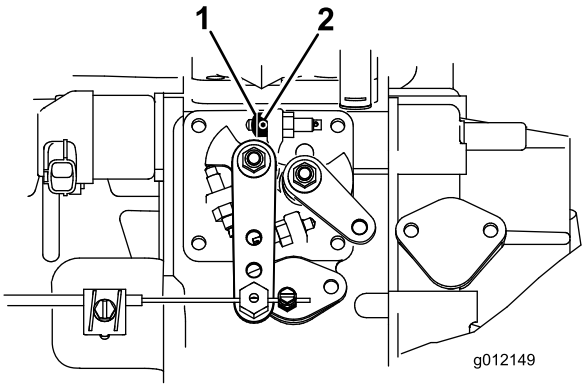

Figur 6
1. Løsne justeringsskruen på stoppeinnretningen for gass (Figur 6).
2. Skyv stoppeinnretningen for gass på anslagsskruen for tomgang (Figur 6). Den faserte enden av stoppeinnretningen for gass skal vendes utover.